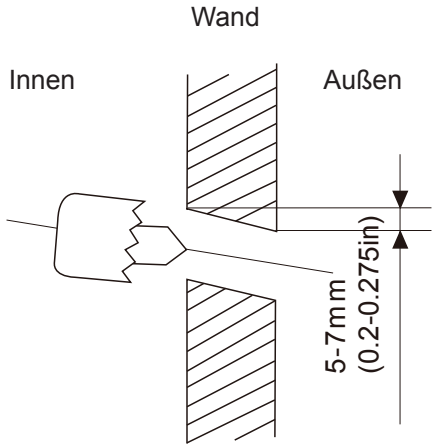

Abb. 4.2
2. Verwenden Sie einen Ø65mm-Bohrer, um das Loch in die Wand zu bohren. Stellen Sie sicher, dass das Loch in einem senkrechten Winkel geöffnet ist, sodass das äußere Ende des Lochs um 5 mm bis 7 mm (0,2-0,275 Zoll) unter dem inneren Ende liegt. Dies stellt den notwendigen Wasserablauf sicher. (Siehe Abb. 4.2)